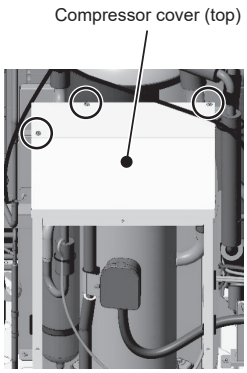

Figure 2
(2) Remove the top compressor cover by unscrewing the three screws. (See Figure 2.)